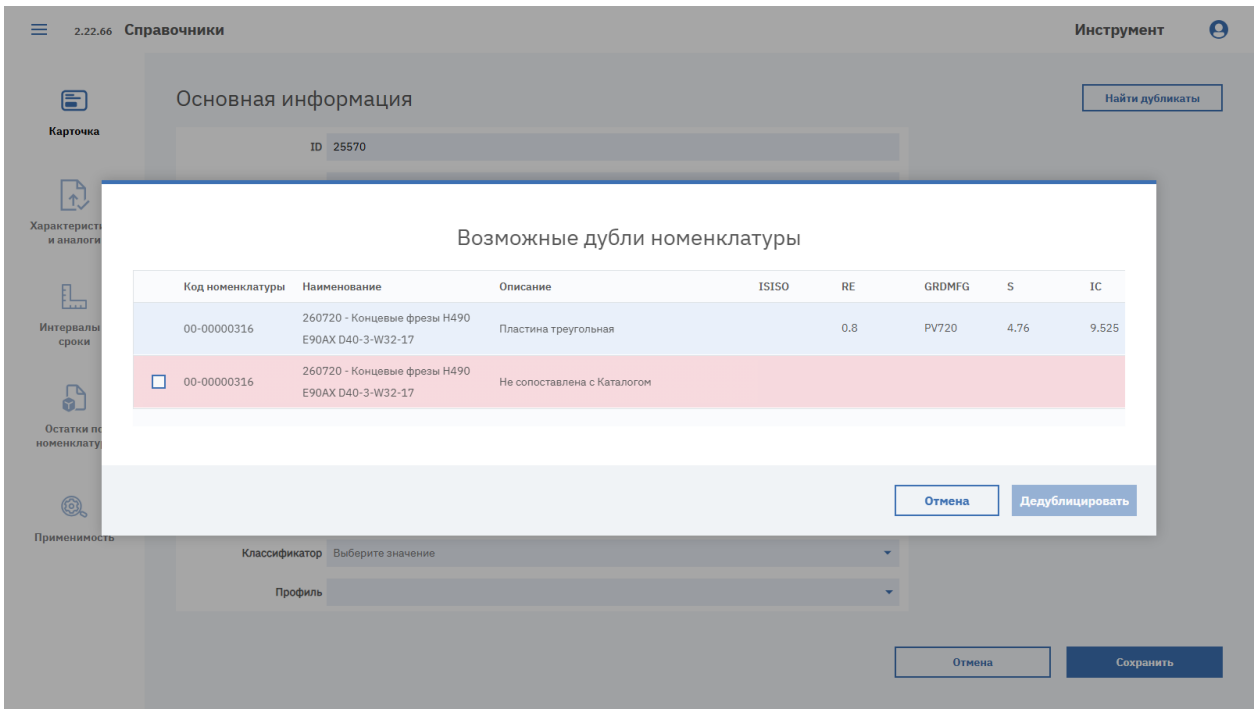

Рисунок 61. Окно «Возможные дубли номенклатуры»
1. В карточке номенклатуры нажмите кнопку «Найти дубликаты». Откроется окно «Возможные дубли номенклатуры» (см. Рисунок 61). Первая строка (выделена голубым) – текущая номенклатура, ниже – похожие позиции с колонками «Код номенклатуры», «Наименование», «Описание» и характеристиками из каталога; позиции, не сопоставленные с каталогом, выделены розовым. Если похожих позиций нет, отображается «Дубли не найдены».